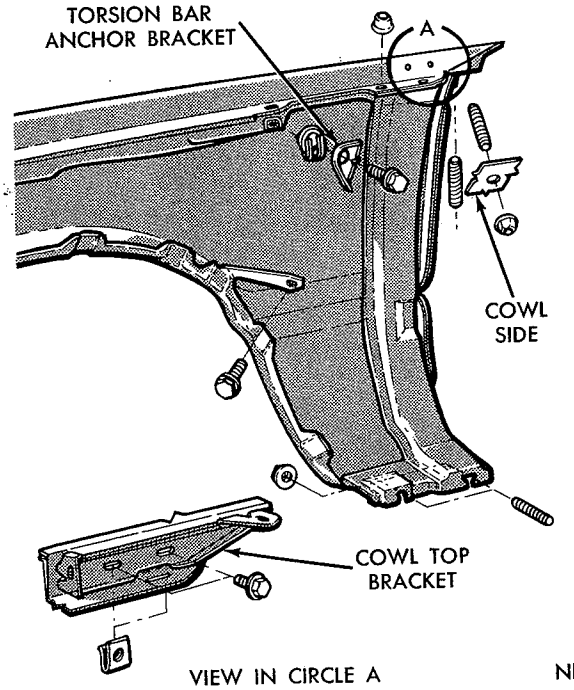

*Fig. 5—Fender to Cowl Attachment*
(7) Disconnect windshield washer tube at cowl connection.
(8) Raise vehicle on a hoist, and remove propeller shaft at transmission, exhaust pipe at muffler, parking brake cable, transmission shift cable, fuel line at frame and brake line at frame "T".
(9) Lower vehicle and place on floor stands. The floor stands should be placed under rear axle and under forward edge of floor sills. **To protect sills, wooden blocks should be placed between floor stands and the sills.**
(10) Disconnect radio antenna from radio.
(11) With both front doors open, remove fender to "A" post bracket attaching nuts (Fig. 5).
(12) Remove filler plate between the "A" post and rear of fender.